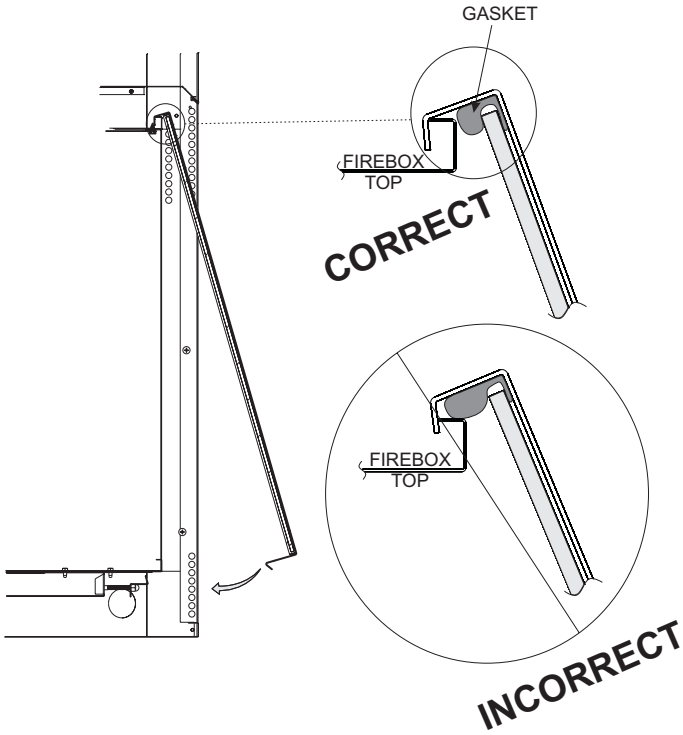

Figure 78
7. Reinstall glass front by hanging the top of the frame on top of the firebox, making sure the gasket at the top is positioned in front of the firebox flange and not on top **See Figure 78.**
1. When installing the glass door, make sure that the door top flange is hooked over the firebox top flange as illustrated in the “Correct” view in **Figure 78.**
Important: Do not allow the gasket across the top of the door to roll up on top of the firebox flange as shown in “Incorrect” view in Figure 78.